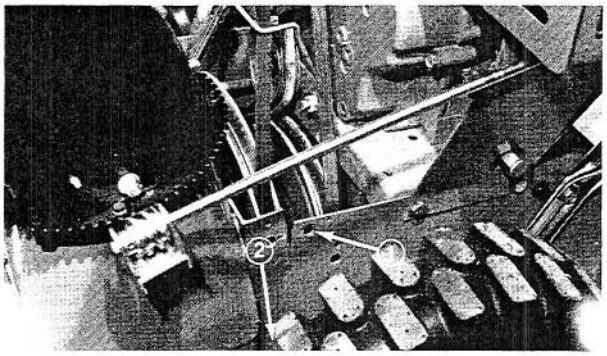

Figure 33
3. Remove two upper flange screws and loosen the two lower locknuts holding auger housing and traction unit together (Fig. 33).
5. Secure auger housing and traction unit together by lining up top holes and installing two flange screws (Fig. 33). Tighten two upper flange screws and lower lock nuts (Fig. 33).